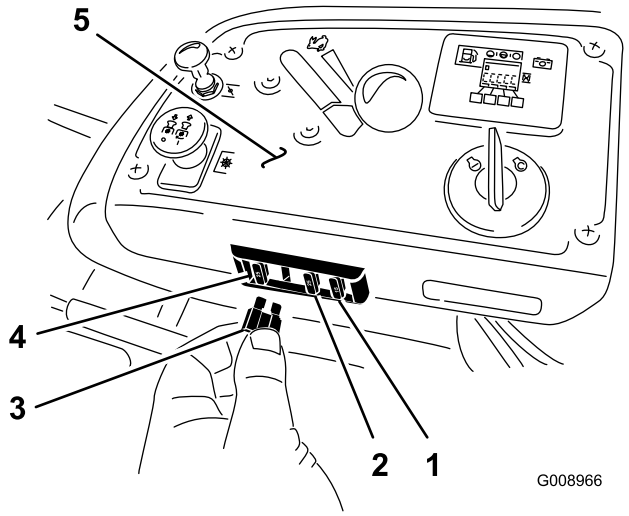

Figur 61
1. Sikringerne er placeret på højre konsol ved siden af sædet (Figur 61).
3. Isæt en ny sikring (Figur 61).